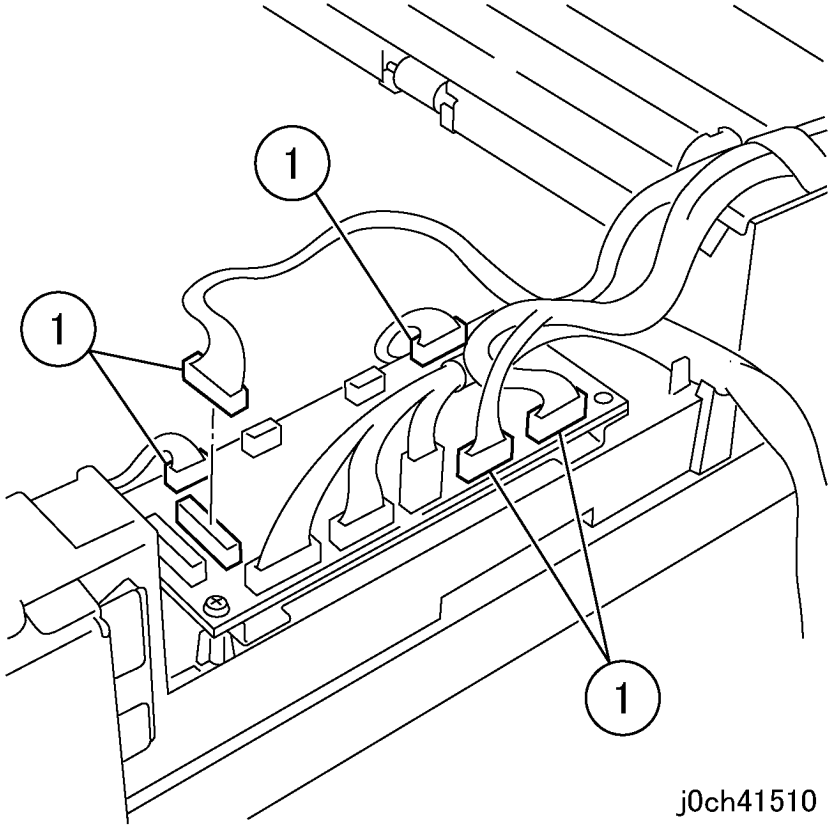

Рисунок 2 Отсоединение разъемов PWB (j0ch41510)
6. Отсоедините разъемы DADF/ADF PWB (рисунок 2).